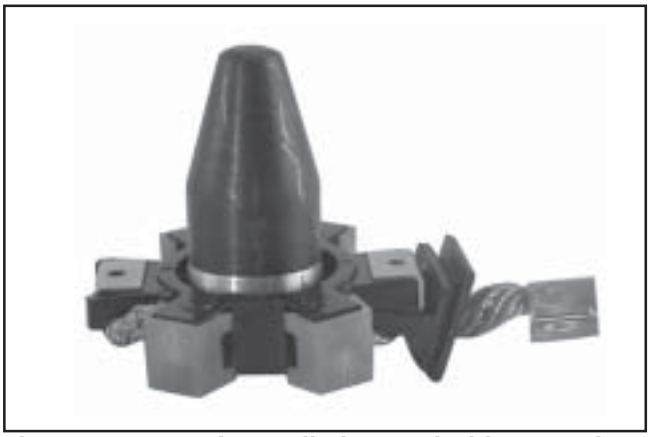

Figure 8-69. Brush Installation Tool with Extension.
c. Install the brush springs and snap on the four retainer caps. See Figure 8-69.